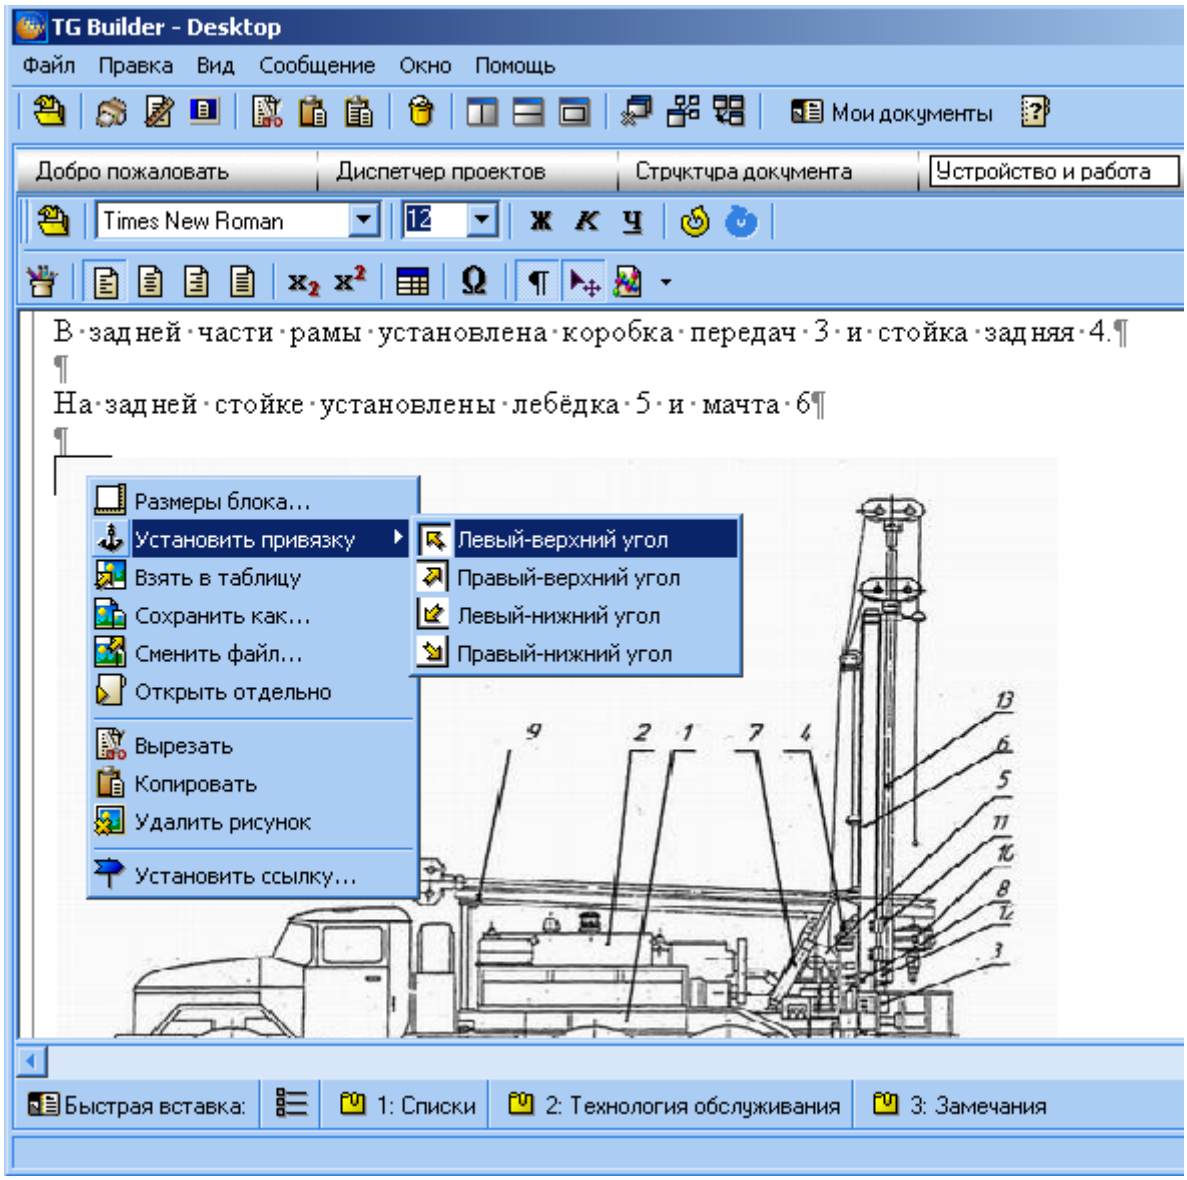

Рис. 22
7. Аналогично пункту 5 установить привязку таблицы к левому верхнему углу (рис. 22).